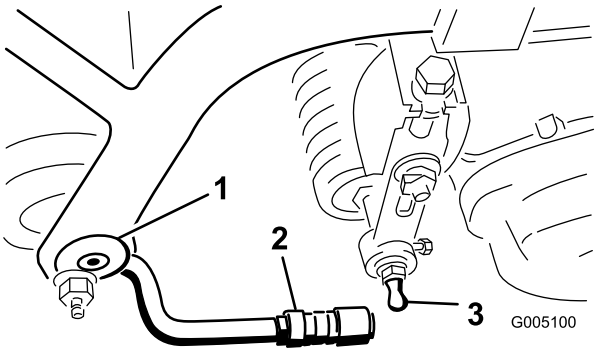

Figur 7
2. Monter en kugletapskrue på hver ende af den forreste rulle på klippeenhederne (Figur 7).
4. Skyd manchetten tilbage på kugleleddet, og drej trækarmen ned, så muffen passer over kugletapskruen. Slip manchetten, så den glider ned over tapskruen og låser montagerne sammen (Figur 7).